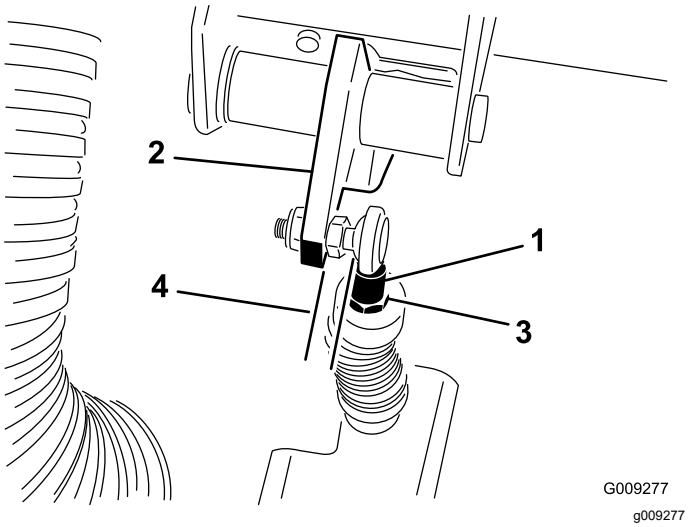

**Bild 63**
***Wichtig:*** **Stellen Sie sicher, dass das Stangenende richtig auf der Kugel (nicht gedreht) positioniert ist, und parallel zum Kupplungspedal bleibt, nach dem die Klemmmutter angezogen ist (Bild 63).**